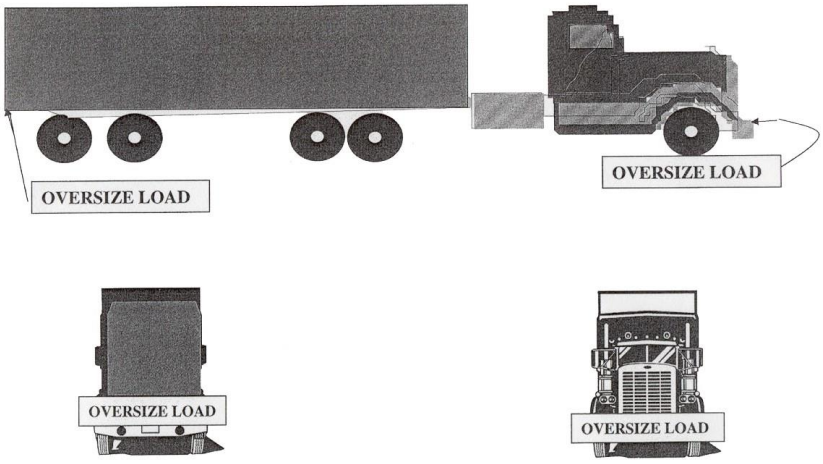

Figure 4.6: Warning Signs on Overlength Loads or Loads With a Rear-End Overhang
4.6.5.3 Vehicle and loads exceeding legal length or legal rear overhang shall be required to display two signs with the wording "OVERSIZE LOAD". One sign shall be on the rear of the over length or overhanging part of the load; however, if the sign cannot be attached or is not legible here, then the sign shall be attached to the rear of the vehicle itself. The other sign shall be attached to the front of the vehicle. Refer to Figure 4.6.